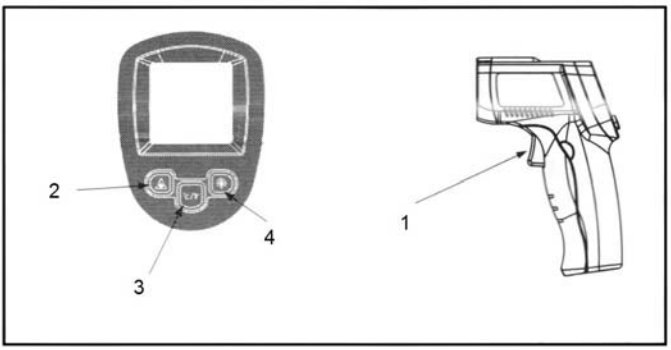

Рисунок 5
2. Кнопки управления (см. рисунок 5)